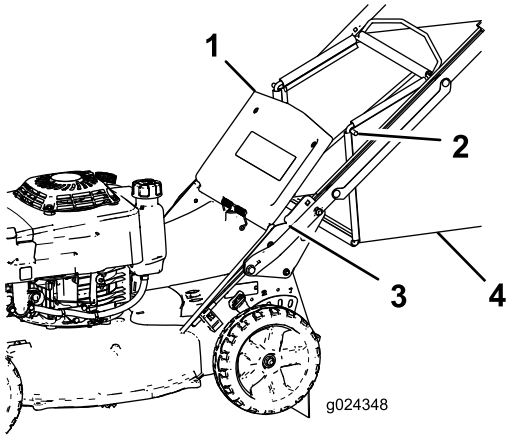

Figuur 18
2. Zet de achterklep omhoog en houd hem in deze stand (Figuur 18).
4. Breng de uiteinden van de grasvangerstangen aan in de inkepingen onderaan de handgreep en schud de grasvanger heen en weer om zeker te zijn dat de stang helemaal in de beide inkepingen zit (Figuur 18).
3. Neem de grasvangerstang uit de inkepingen onderaan de handgreep (Figuur 18).